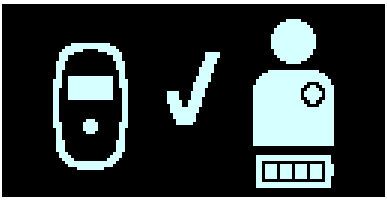

Rysunek 17: Ekran skutecznego zakończenia ładowania IPG
9. Gdy akumulator IPG OPTIMIZER Smart Mini jest w pełni naładowany, ładowarka Vesta wyemituje 3 krótkie sygnały dźwiękowe i wyświetli ekran skutecznego zakończenia ładowania IPG, oznaczony migającym znacznikiem wyboru na środku ekranu (patrz **Rysunek 17**). Ładowarka Vesta wyłączy się automatycznie.